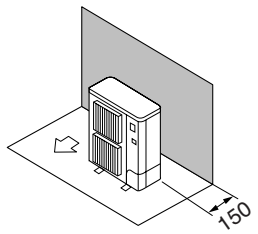

Fig. 3-5
① Obstacles uniquement à l'arrière (Fig. 3-5)